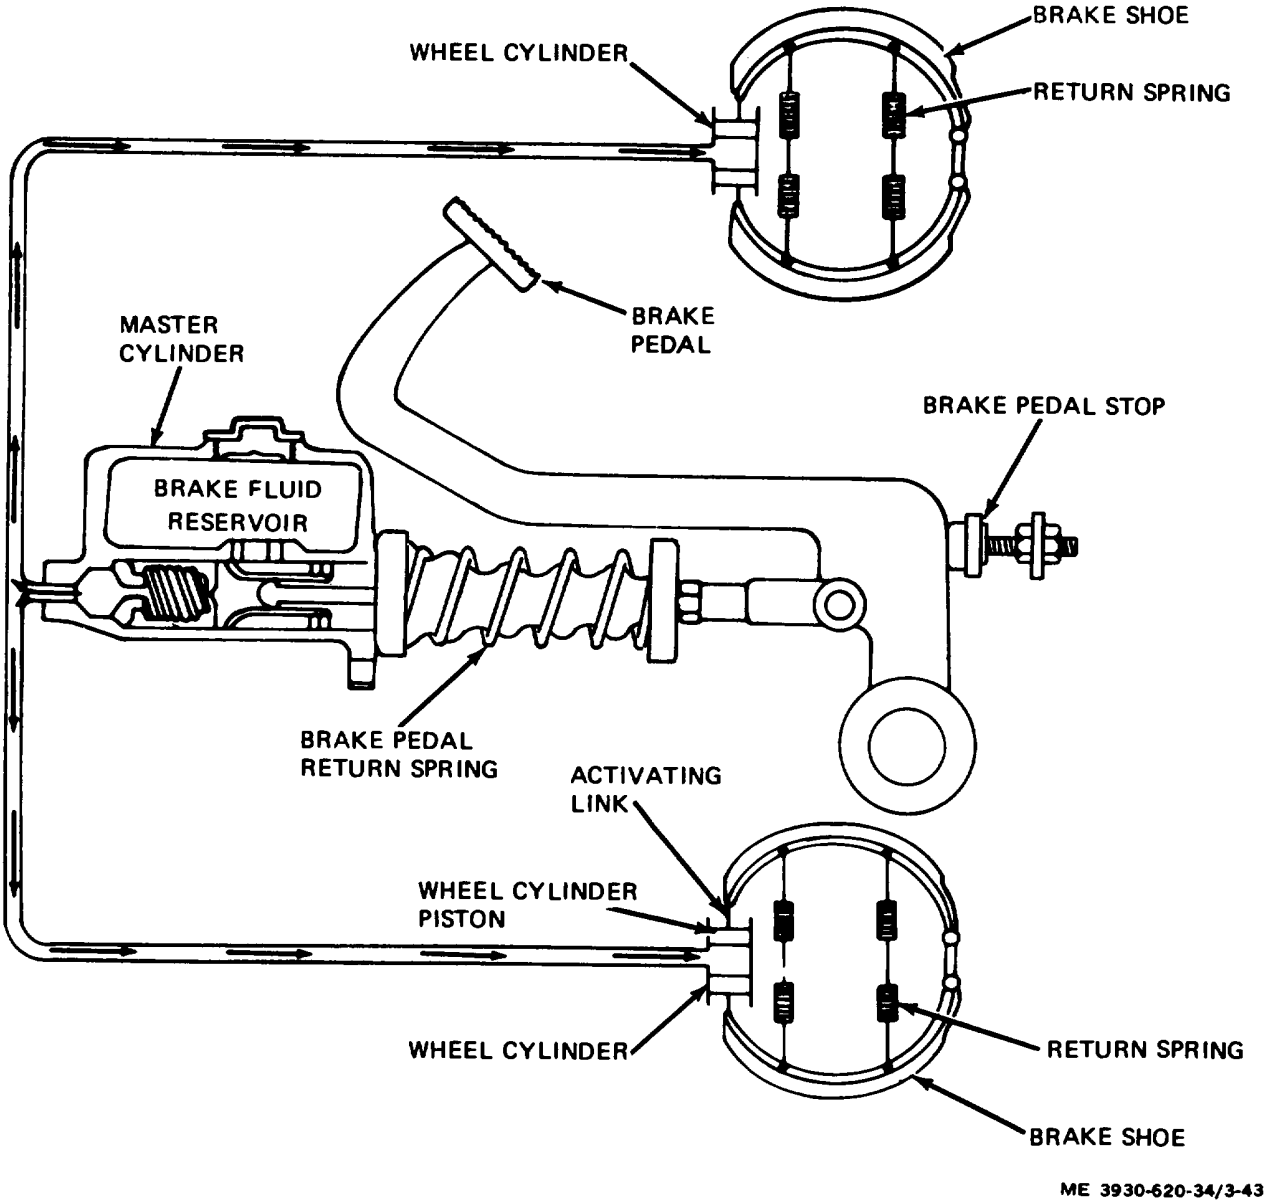

Figure 3-43. Hydraulic service brake system.
a. A hydraulically operated, self-adjusting service brake system is used in the lift truck to insure positive, safe braking. (fig. 3-43.) The system consists of a mechanically activated hydraulic master cylinder with heavy duty brake lines transmitting hydraulic pressure to brake wheel AND SEAT BRAKES cylinders located behind a dust shield in each of the drive wheels. The wheel cylinders are double end type. This type of cylinder has activating links extending from each end of the cylinder. These links transmit the movement from the wheel cylinders to the brake shoes.